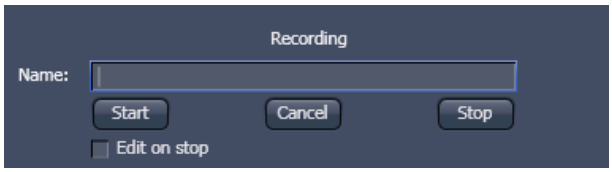

Fig. 7 **Recording section**
- Enter a name for the macro to be created under **Name** in the **Recording** panel (see Fig. 7).